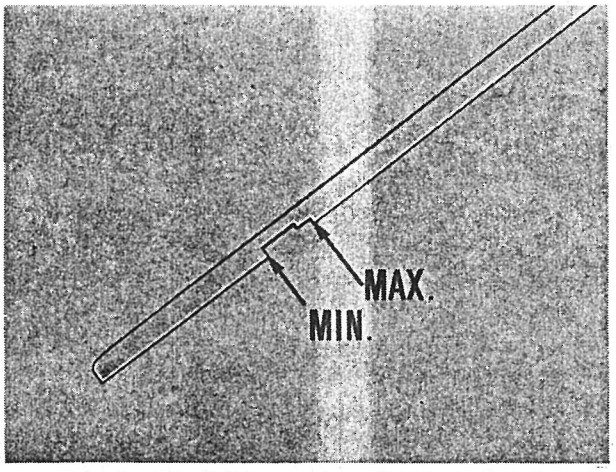

Afb. 3.5.2. Markering op oliepeilstok
e. Het olieniveau moet nu tussen de "MIN" en "MAX" markering staan (zie afb. 3.5.2.).